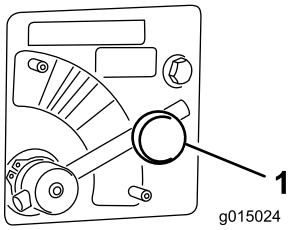

**Figur 44**
1. Lossa ratten som håller fast spaken för spridarventilen (Figur 44).
2. Vrid spaken för spridarventilen (Figur 44) till önskad färg (gul i detta exempel).
1. För spaken för spridarventilen till det **Blå** området (MAXHASTIGHET) (Figur 44). När spaken har vridits helt medurs är den i horisontellt läge.